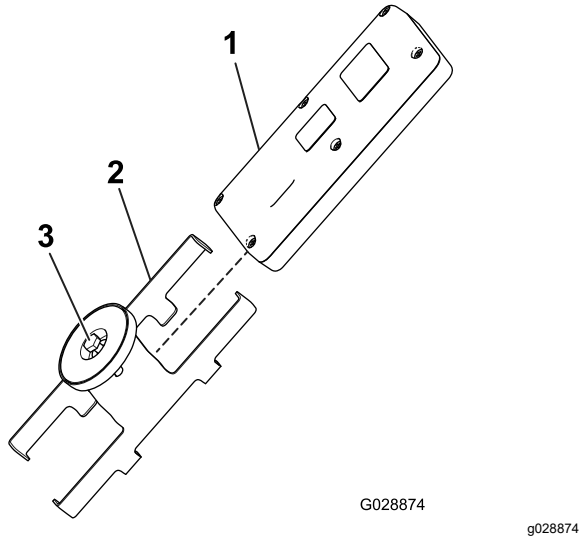

Rysunek 41
1. Poluzuj śrubę w magnesie uchwytu magnetycznego (Rysunek 41).
2. Rozsuń połówki uchwytu i wyjmij pilot z uchwytu (Rysunek 41).
8. Załóż pilot zdalnego sterowania na uchwyt magnetyczny, dosuń połówki do siebie, aby zamocować pilota, a następnie dokręć śrubę w magnesie (Rysunek 41).